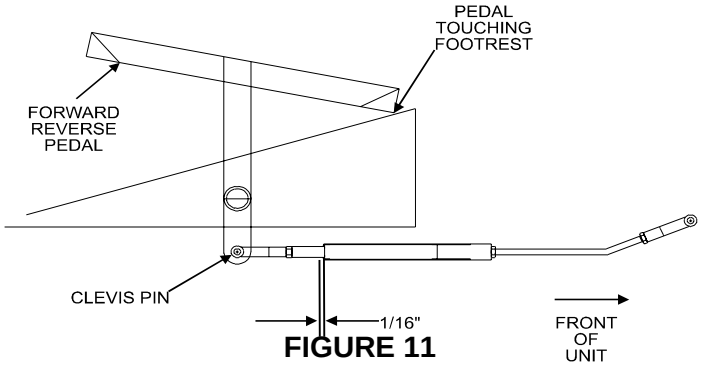

FIGURE 11
b) Check the gap between the motion override tube and the spacer. This gap should measure 1/16" (See Figure 11).